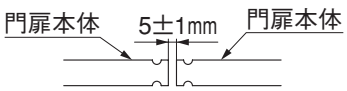

図5-1
❷「調整ボルト」をまわして、図5-1のようにチリ寸法を5±1mmに調整してください。